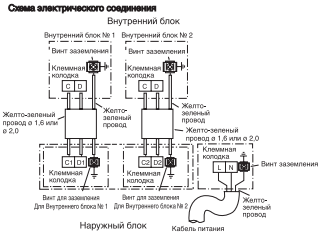

Рис. 3-1
(1) Осуществить электрическое соединение Внутреннего и Наружного блока в соответствии со схемой на рис. 3-1. не допускать неправильного подключения соединительных линий.